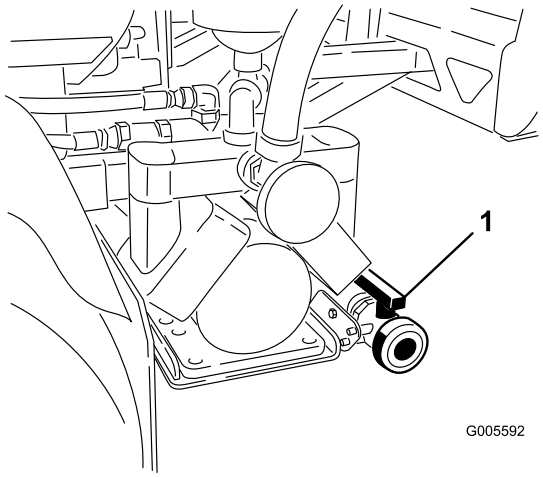

Figuur 19
2. Ga naar de aftapklep aan de achterkant van de machine (Figuur 19). De klep zit aan de achterkant van de pomp aan de steunbeugel.